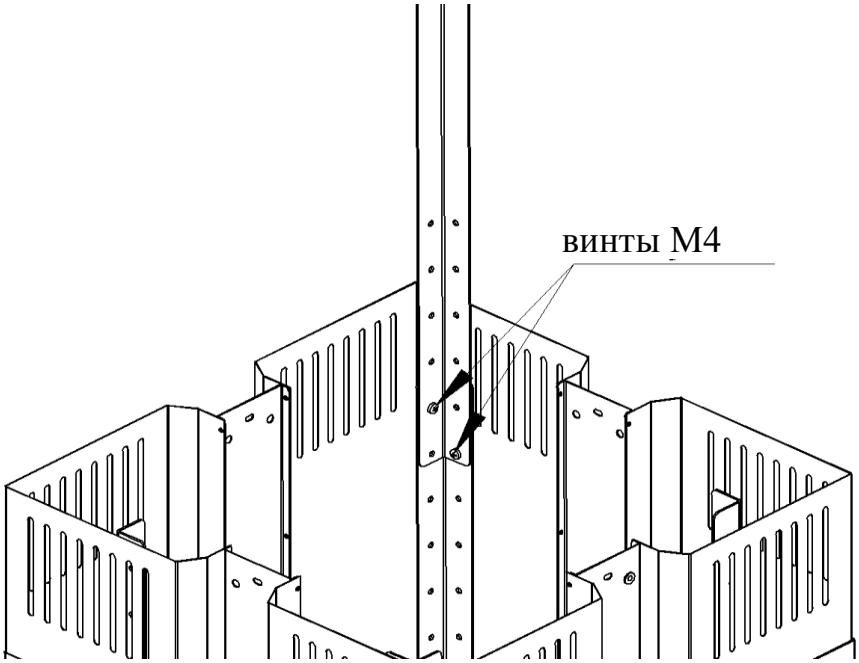

Рис. 5
2. Вытяжка регулируется по высоте от 900 мм до 1180 мм с шагом в 40 мм. Закрепите уголки на нужной высоте винтами М4, входящими в монтажный комплект (рис.5).